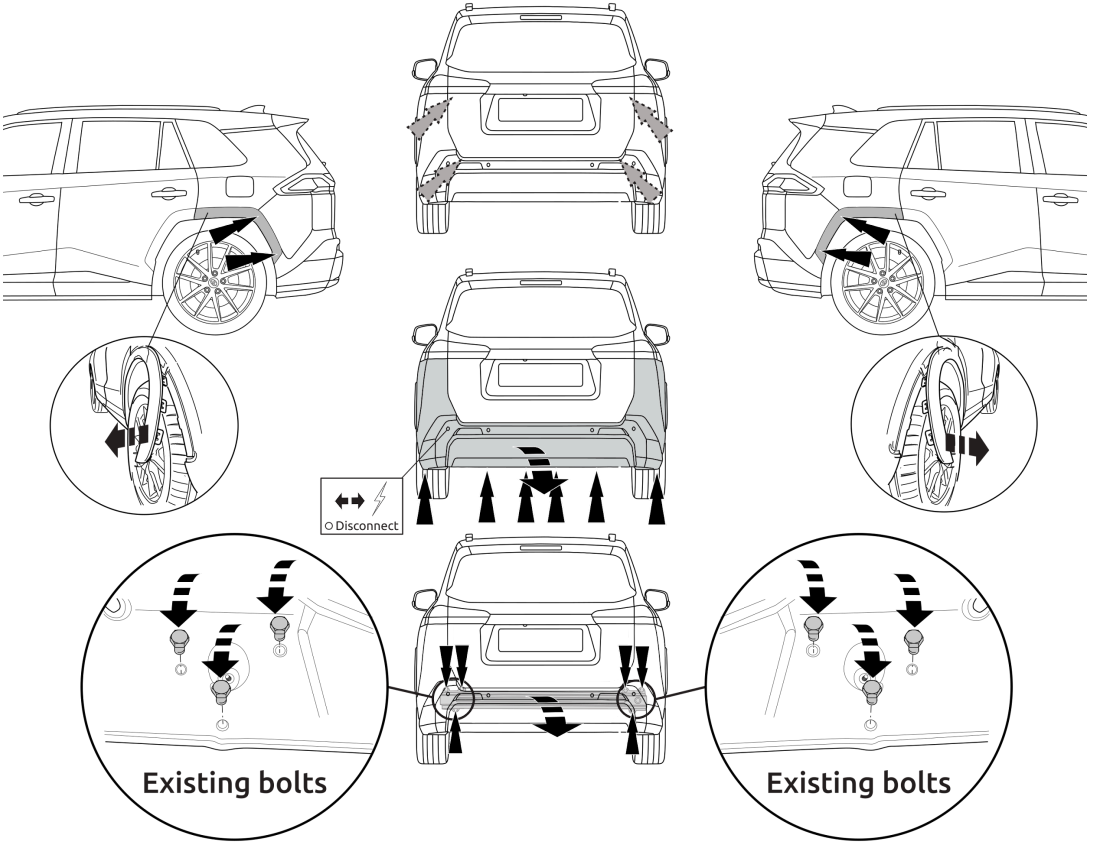

Fig. 1
1. Снять бампер вместе со буферным брусом автомобиля. Буферный брус больше не понадобится. Поставить болты на место. См. рисунок 1.